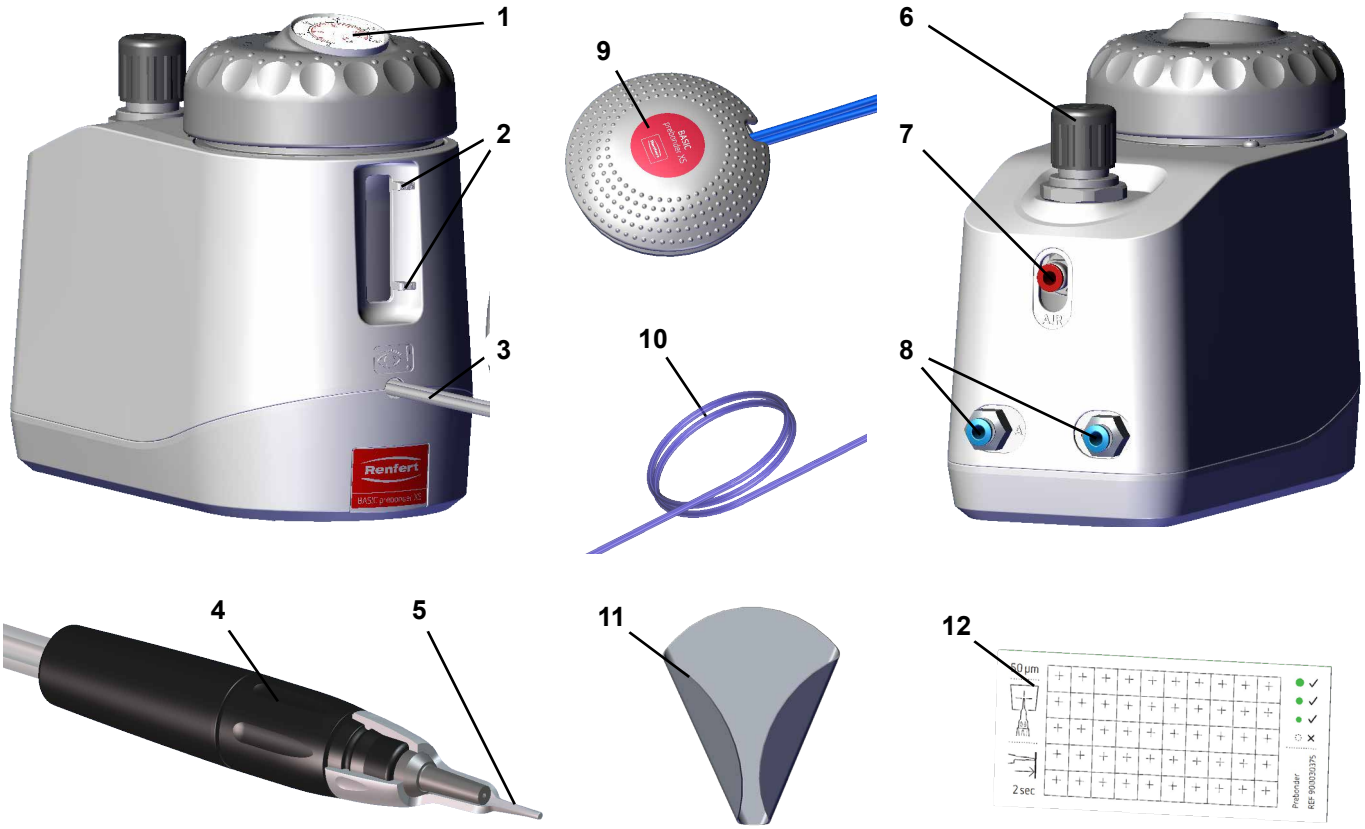

Fig. 1
⇒ Insert the compressed air tube (10; fig. 1) all the way into the tube connection (7). You will feel a slight resistance that must be overcome.